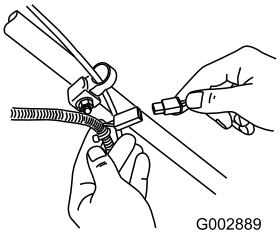

**Figur 28**
1. Anslut laddaren till ledningsnätet, som finns nedanför tändningsnyckeln (Figur 28).